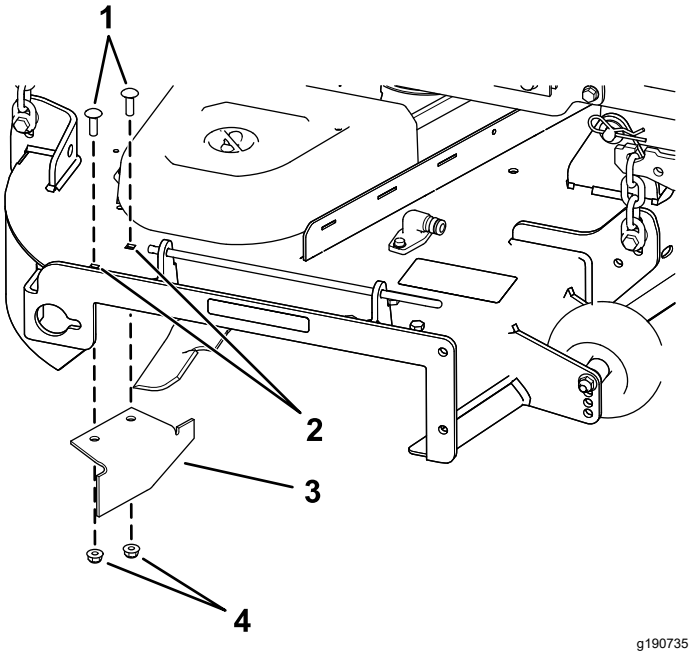

Figur 20
14. Finn kantskjermen i monteringssettposen, fjern festene i de bakre hullene på utslippsplaten og monter skjermen på åpningen på sideutslippet på klippeenheten (Figur 20).